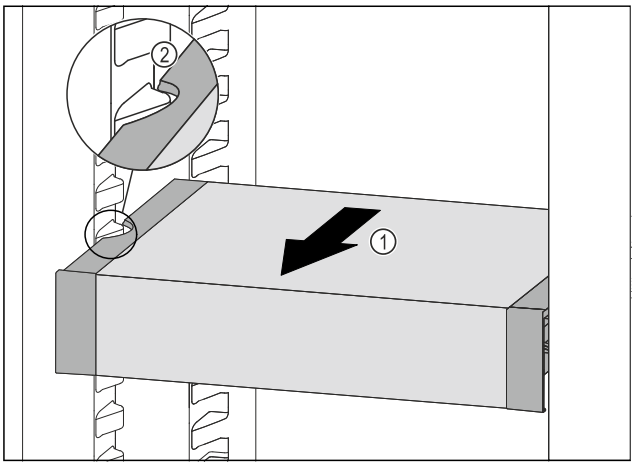

Fig. 184
▶ Tirare VarioSafe in avanti *Fig. 184 (1)* fino a quando le cavità laterali di VarioSafe non si trovano al livello della nervatura del contenitore nel vano frigorifero. *Fig. 184 (2)*